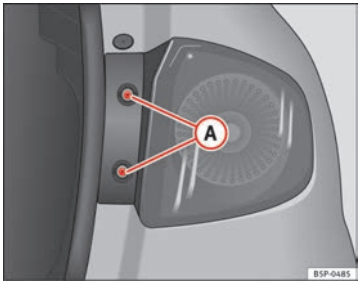

Abb. 196 Standlicht / Bremslicht
– Drehen Sie die Schrauben ⇒Abb. 196 (A) heraus.